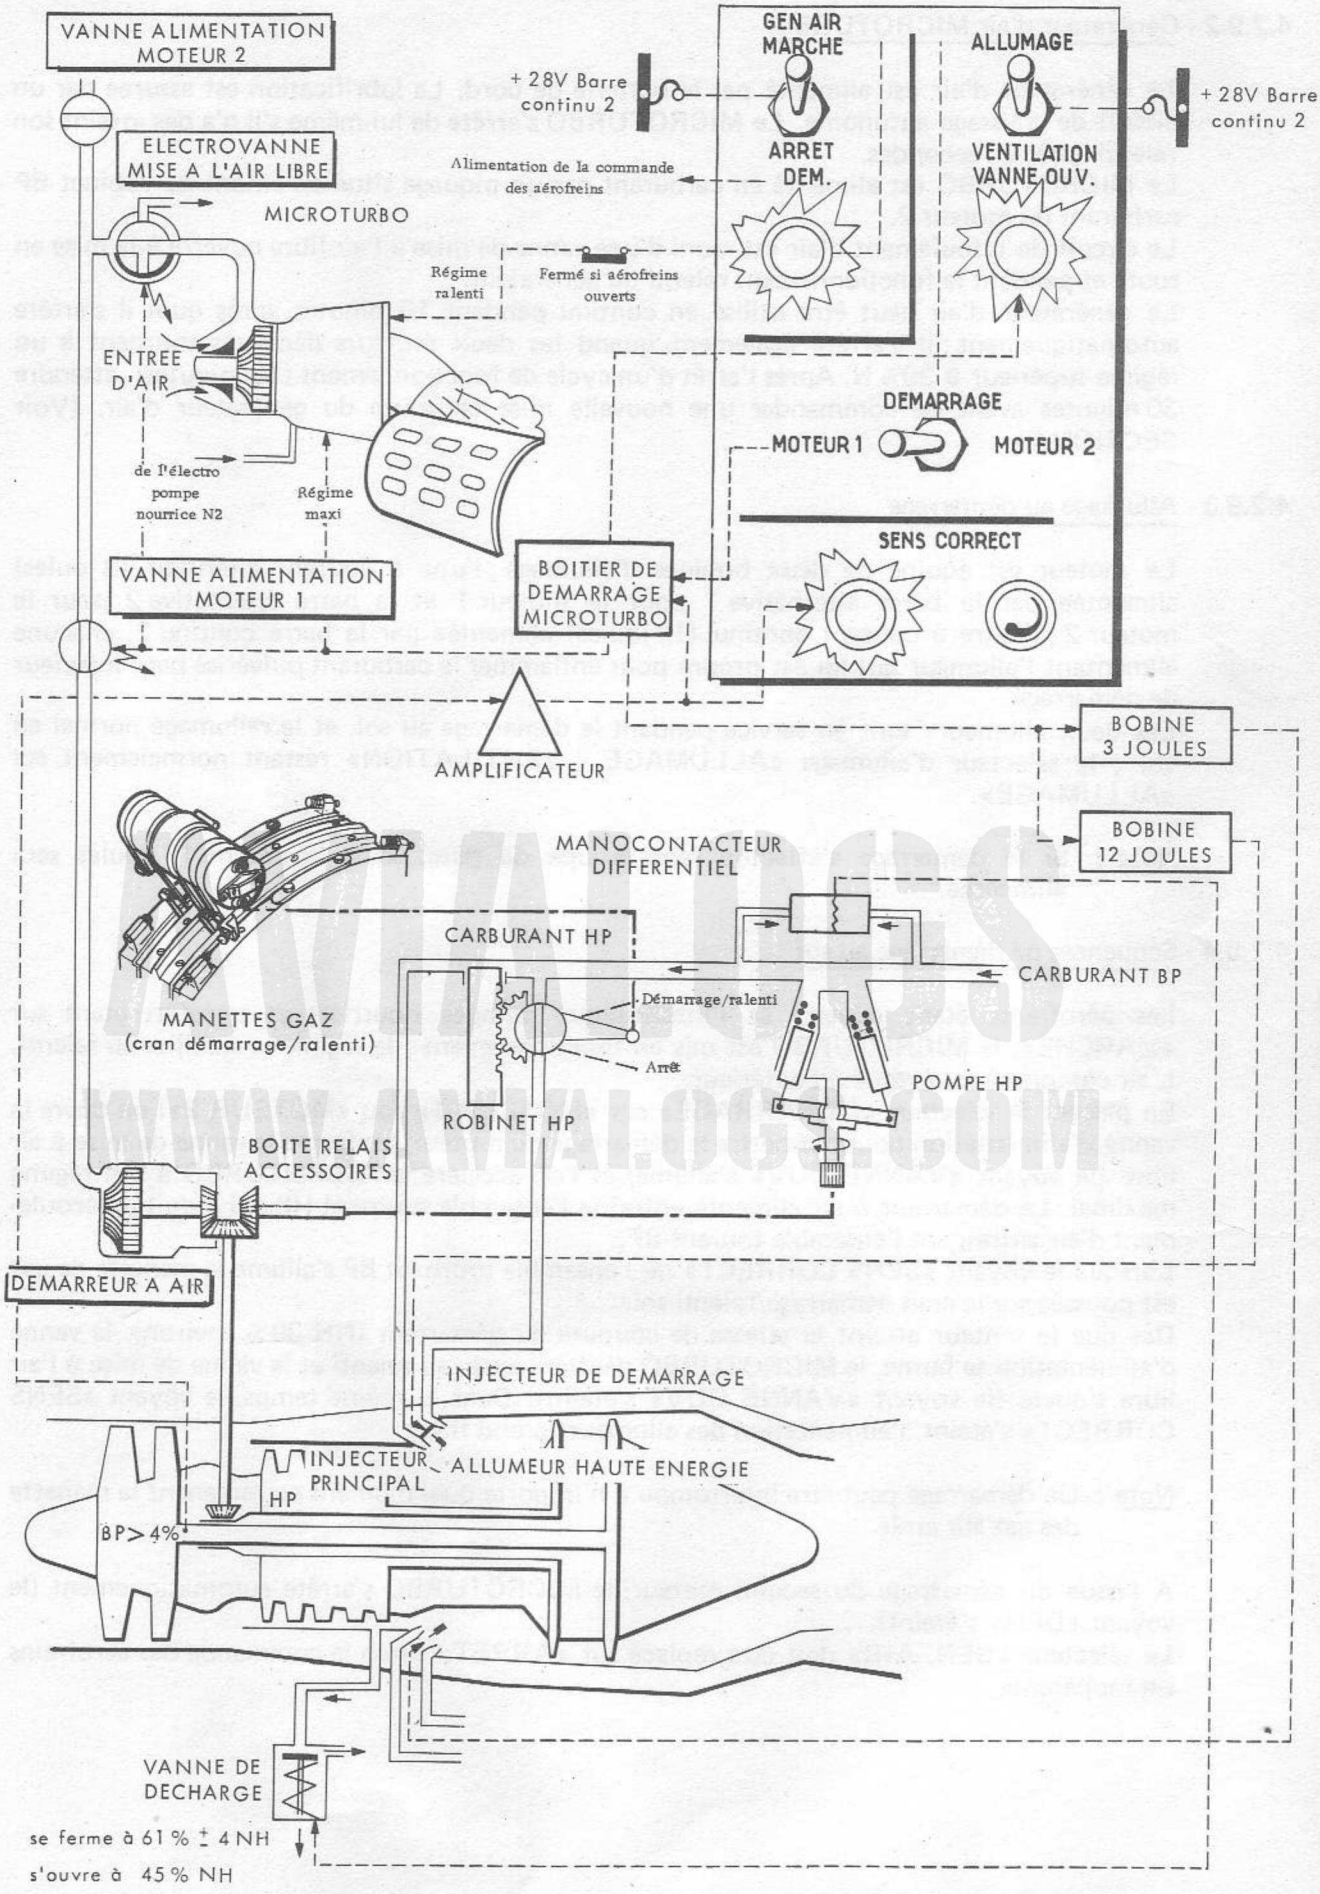

FIGURE 9 - PRINCIPE DU DEMARRAGE ET ALLUMAGE MOTEUR
4.2.9 - Démarrage et allumage moteur (Fig. 9)